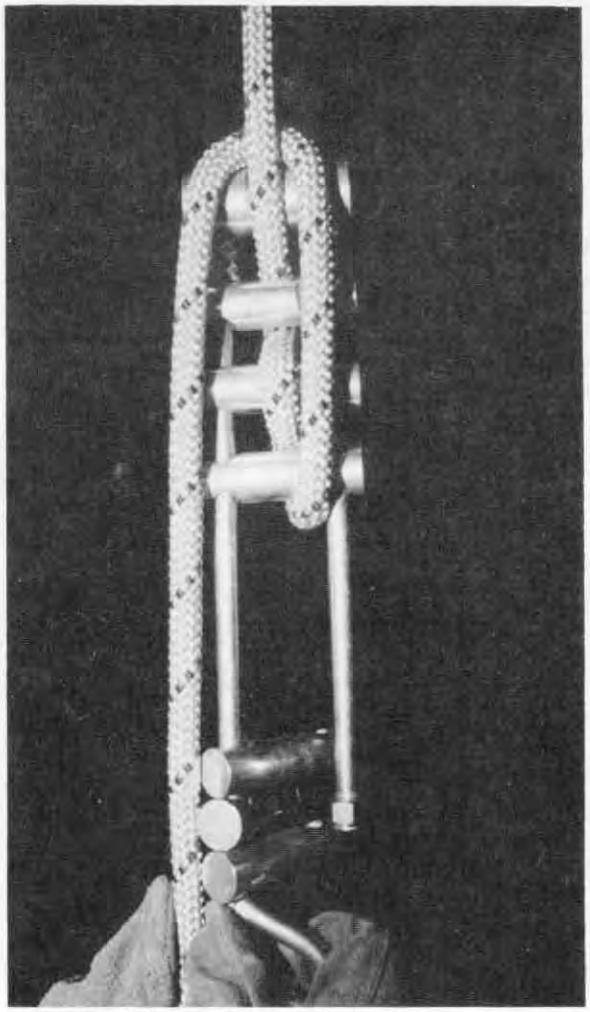
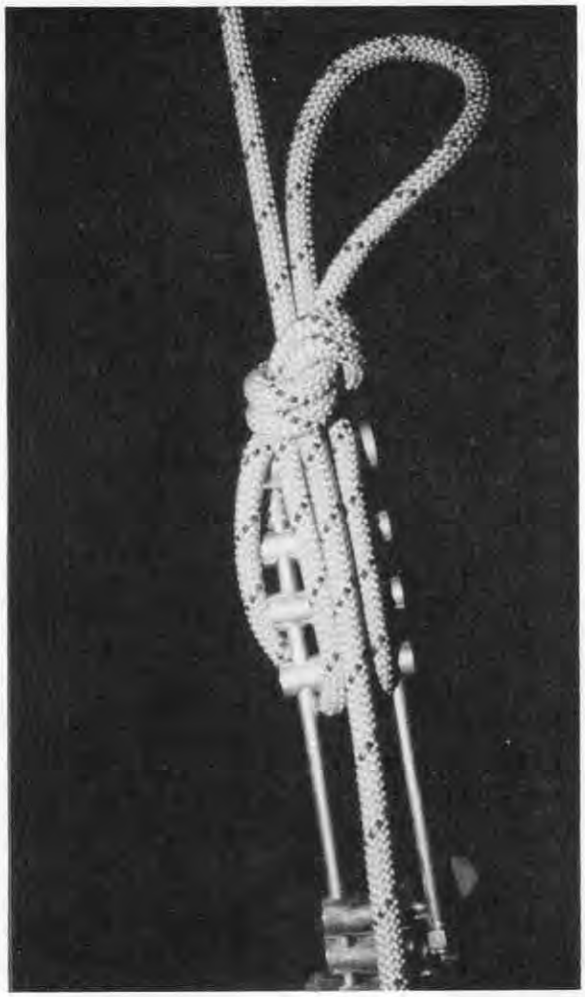

Figure 2: Standard locked-off configuration of the rack.
Figure 3: Tied-off rack. The tie-off is an overhand knot on a bight. The tie-off knot has been applied after the rack is locked-off.
To change-over from climbing to rappelling: (1) start by taking a sitting or resting position -- for some systems, this may require attaching a safety ascender above the imminent position of the rack; (2) remove the rope from your chest roller (if you have one); (3) take out your rack and attach it to your seat harness; (4) attach the rack to the rope, lock it off (Figure 2), and tie it off (Figure 3)[locking off the rack is not always required during the change-over, but it is a component step outlined in the two above mentioned books]; (5) remove your lower Gibbs or the long upper Jumar (if appropriate to your climbing rig); (6) stand up in the remaining foot ascender and slide the safety ascender down the rope to where it has suitable slack in its sling; (7) sit down and ensure that all your weight is now on the rack, and off the safety